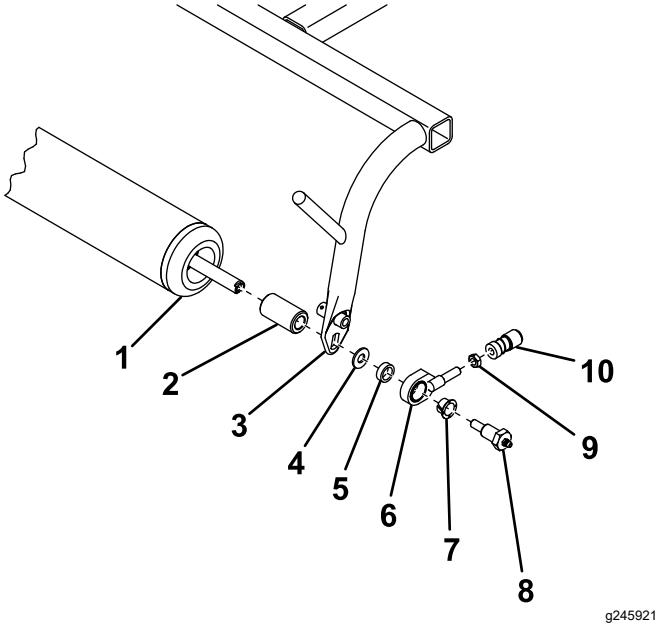

Figur 4
6. Skjut på en ramdistansbricka på båda ändarna av rullen (Figur 4).
7. Fäst rullen på dragramen enligt Figur 4.
8. Gänga på en kontramutter och den kulledsmottagare du tog bort tidigare på draglänksenheten (Figur 4). Dra inte åt kontramuttern ännu.